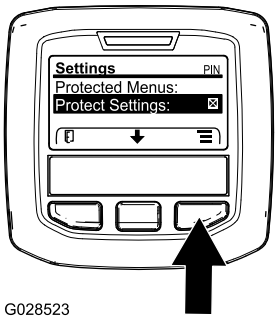

Figur 25
1. Brug den midterste knap på HOVEDMENUEN til at rulle ned til menuen INDSTILLINGER, og tryk på den højre knap (Figur 25).